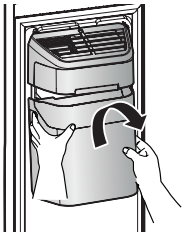

**Figure 1**
- Maintenez la poignée comme indiqué sur la figure 1.